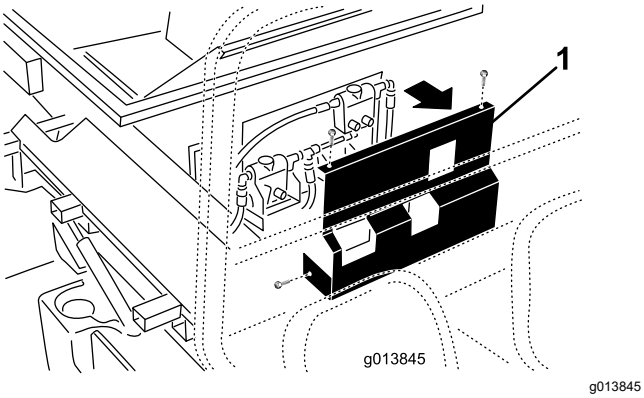

Figur 13
10. På SH-versionen (modell 44701) ska du ta bort fästelementen som fäster kåpan vid maskinens framsida och lägga kåpan åt sidan (Figur 13).